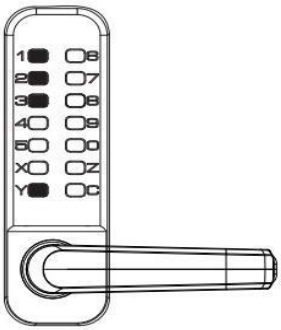
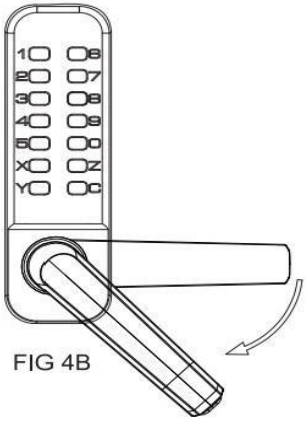

FIG 4A
FIG 4B
2) Set new password:Hold down the Y key without letting go,then enter the new password (password cannot be repeated),as shown in Figure 4A.Then release the Y key and rotate the knob once,as shown in Figure 4B,and the new password will be successfully set.After successfully setting the new password,please remember and keep a record of it